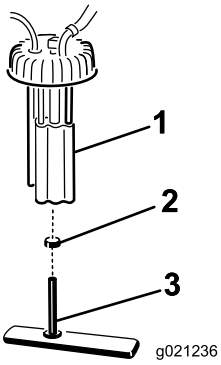

Figur 50
2. Koppla bort kablagekontakterna från bränslepumpen (Figur 50).
3. Ta bort bränslepumpen och bränslefiltret från tanken (Figur 50).
4. Ta bort klämman som fäster bränslefilterslangen vid bränslepumpsfästet. Ta bort slangen från fästet (Figur 50).